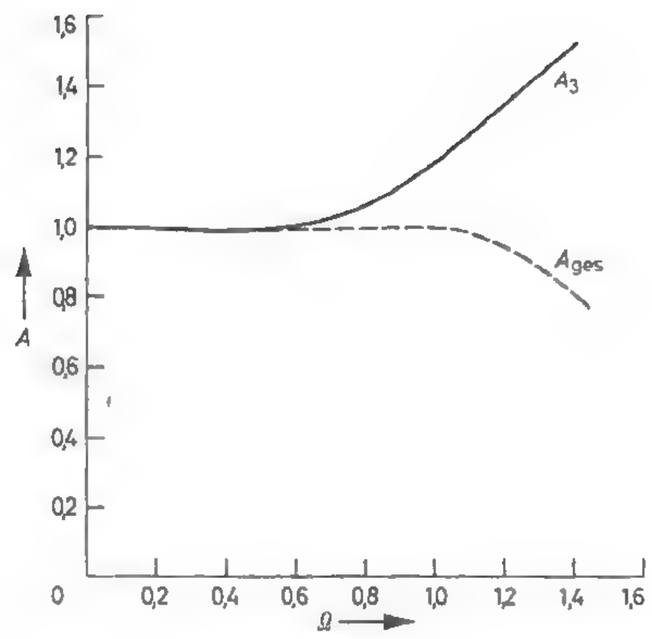

Bild 13. Frequenzgang der Gegenkopplung (A_3) und der kompensierten Verstärkerstufe ($A_{ges} = A_1 \cdot A_2 \cdot A_3$)
Diese Gleichung ist im Bild 13 ausgewertet. Die Verstärkungsminderung bei $\Omega = 0{,}4$ ist durch die Abweichung von Gl. (100) bedingt. Der ebenfalls im Bild 13 dargestellte Gesamtamplitudengang